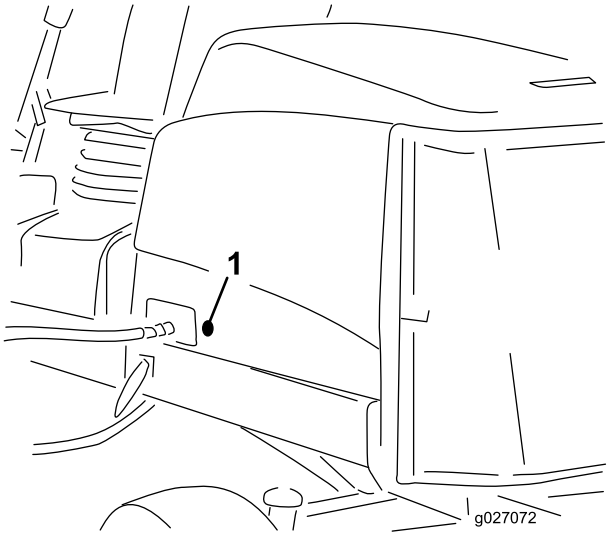

Figuur 18
2. Verwijder de rubberen ring uit de opening in de linkerkant van de motorkap (Figuur 18).